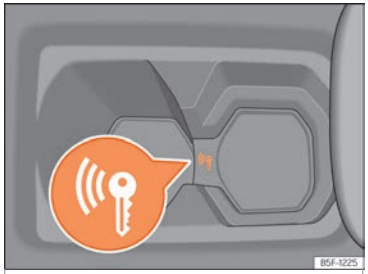

Fig. 162 Sur la console centrale : démarrage d'urgence.
- Immédiatement après avoir appuyé sur le bouton de démarrage, mettez la clé dans le porte-gobelets de la console centrale ››› fig. 162, le plus proche possible du logo *Kessy*.